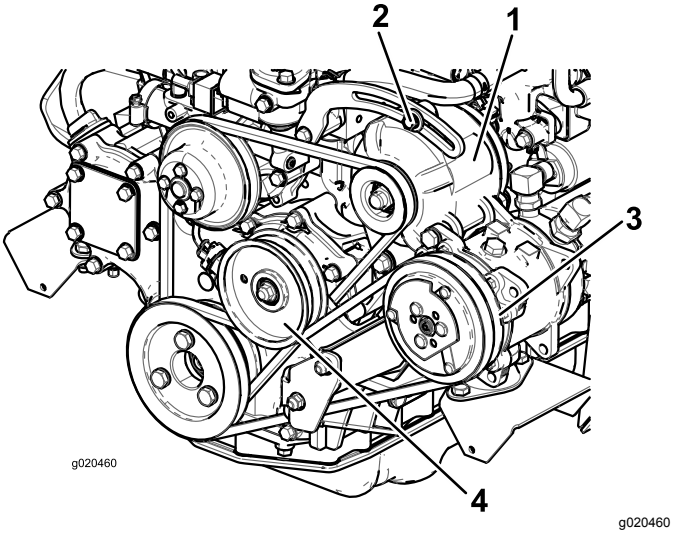

**Figur 76**
Hvis du ikke kan trykke den ned 10 mm, løsner du monteringsboltene for generatoren (Figur 76).
2. Hvis du ikke kan trykke den ned 10 mm, løsner du monteringsboltene for lederullene (Figur 76).